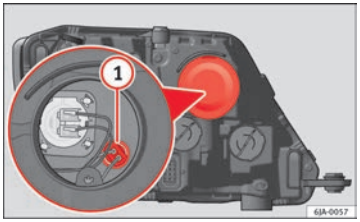

Fig. 147 Changing side light bulbs
- Remove the protective cover ⇒ Fig. 147.
- Remove the bulb holder ⇒ Fig. 147 (1) by pulling it outwards.